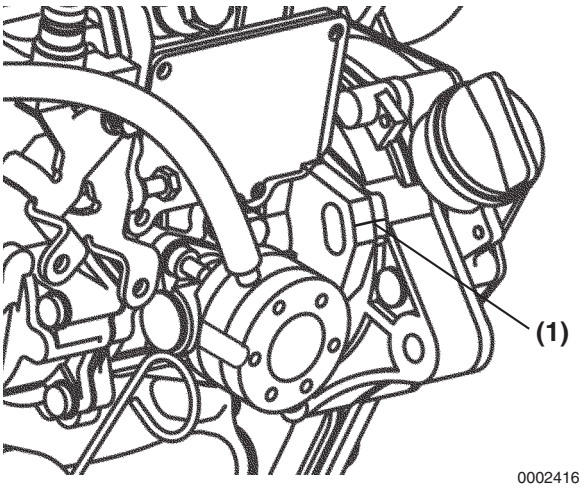

Figure 7-15
19. Locate the mark **(Figure 7-15, (1))** stamped into the upper outside mounting boss of the fuel injection pump. Highlight this mark and make a corresponding mark on the gear case or front plate.